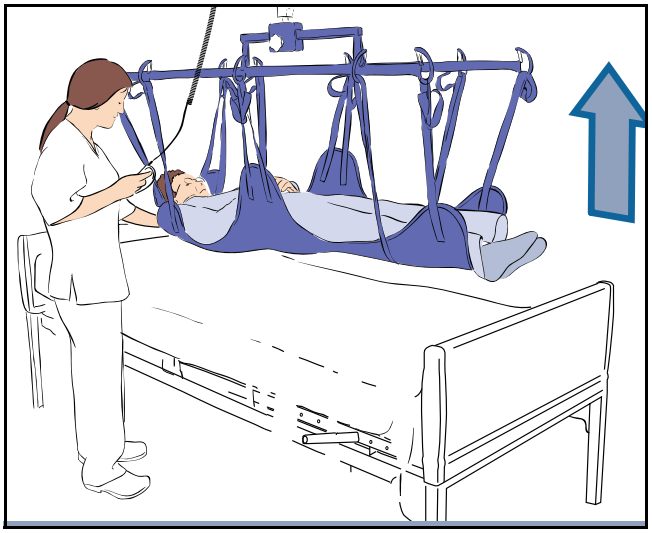

Fig. 14
8) Lever et retirer le patient du lit (voir Fig. 14).